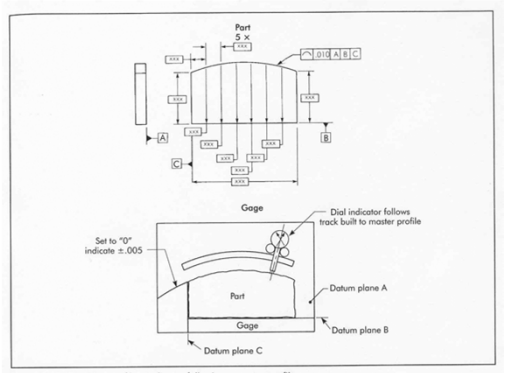

Figure 9-42. Checking profile—indicator following a master profile.
- Follow a master part as shown in Fig 9-42.